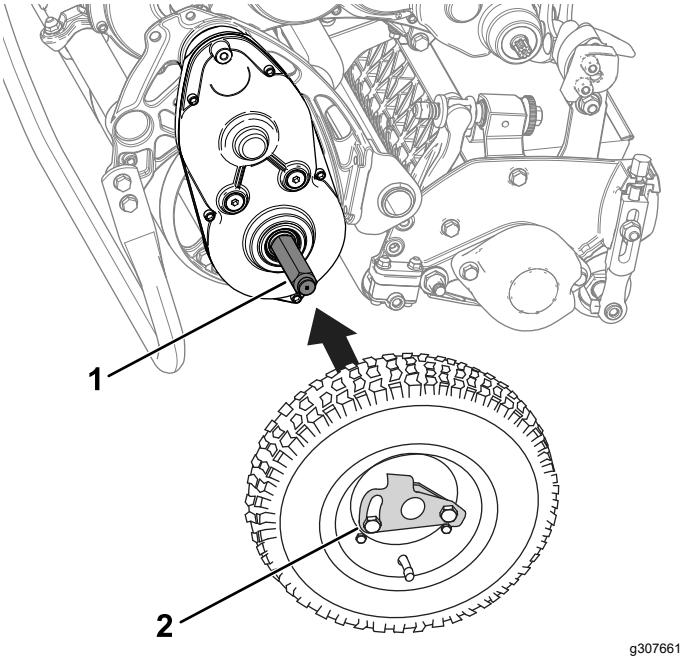

Figuur 21
2. Schuif een wiel op een as (Figuur 21).
3. Draai de sluitklem van het wiel (Figuur 21) weg van het midden van het wiel zodat het wiel verder op de as kan schuiven.